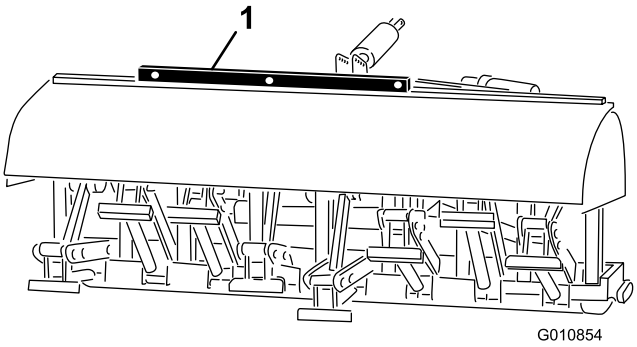

Rysunek 26
2. Umieść poziomicę na górnej części ramy traktora, aby sprawdzić wypoziomowanie poprzeczne (Rysunek 26).